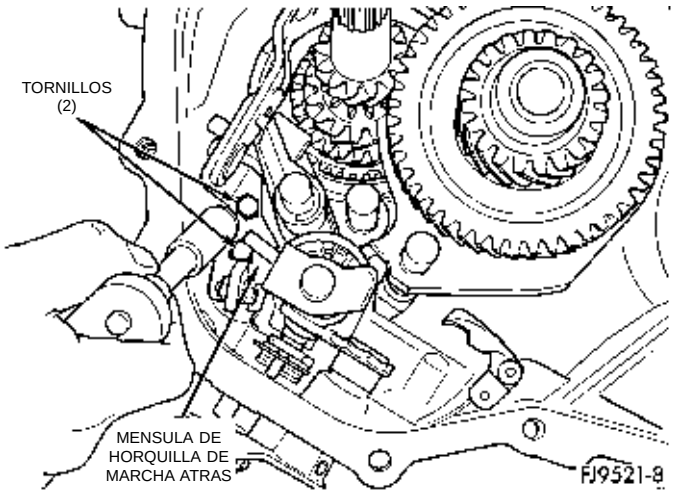
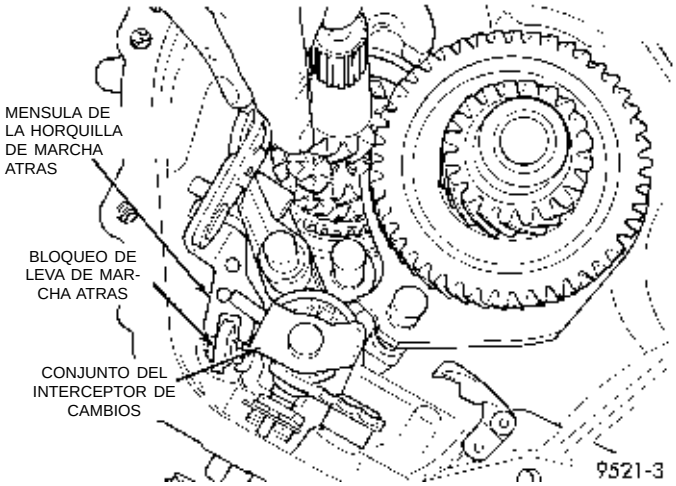

Fig. 37 Tornillos de retención de la ménsula de la horquilla de marcha atrás
Fig. 38 Desmontaje de la ménsula de la horquilla de marcha atrás
(8) Retire los dos tornillos de retención de la ménsula de la horquilla de marcha atrás (Fig. 37). Retire el conjunto de la ménsula de la horquilla y el bloqueo de leva de marcha atrás (Fig. 38).